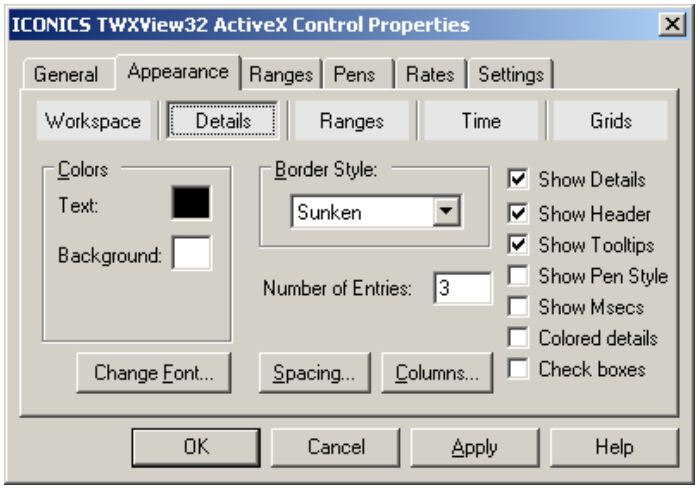

Figure L11.8 - Configuring the Details Appearance
2. Select the Details page, as depicted in Figure L11.8.